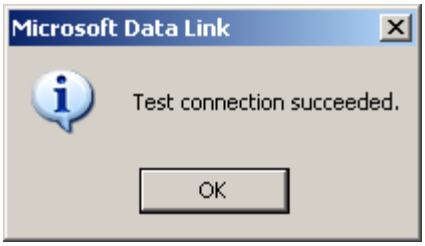

Figure 12.10-14 Message confirming the connection
9.6. If connection to MS SQL server succeded, then the “Test connection succeeded” message appears (Figure 12.10-14).